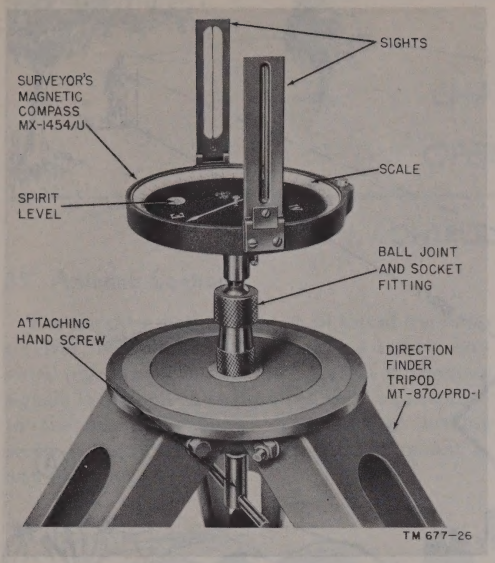

Figure 26. Compass and tripods set up for orientation of set.
b. Attach the compass to the tripod (fig. 26) and orient the equipment as instructed in paragraph 33.
(1) Adjust the compass scale so that the index line is at the 360° mark.
(2) Mount the compass by means of its ball joint and socket fitting to the tripod (fig. 26). Make sure that the plane of the tripod table top and the plane of the compass are approximately parallel as determined by the eye.